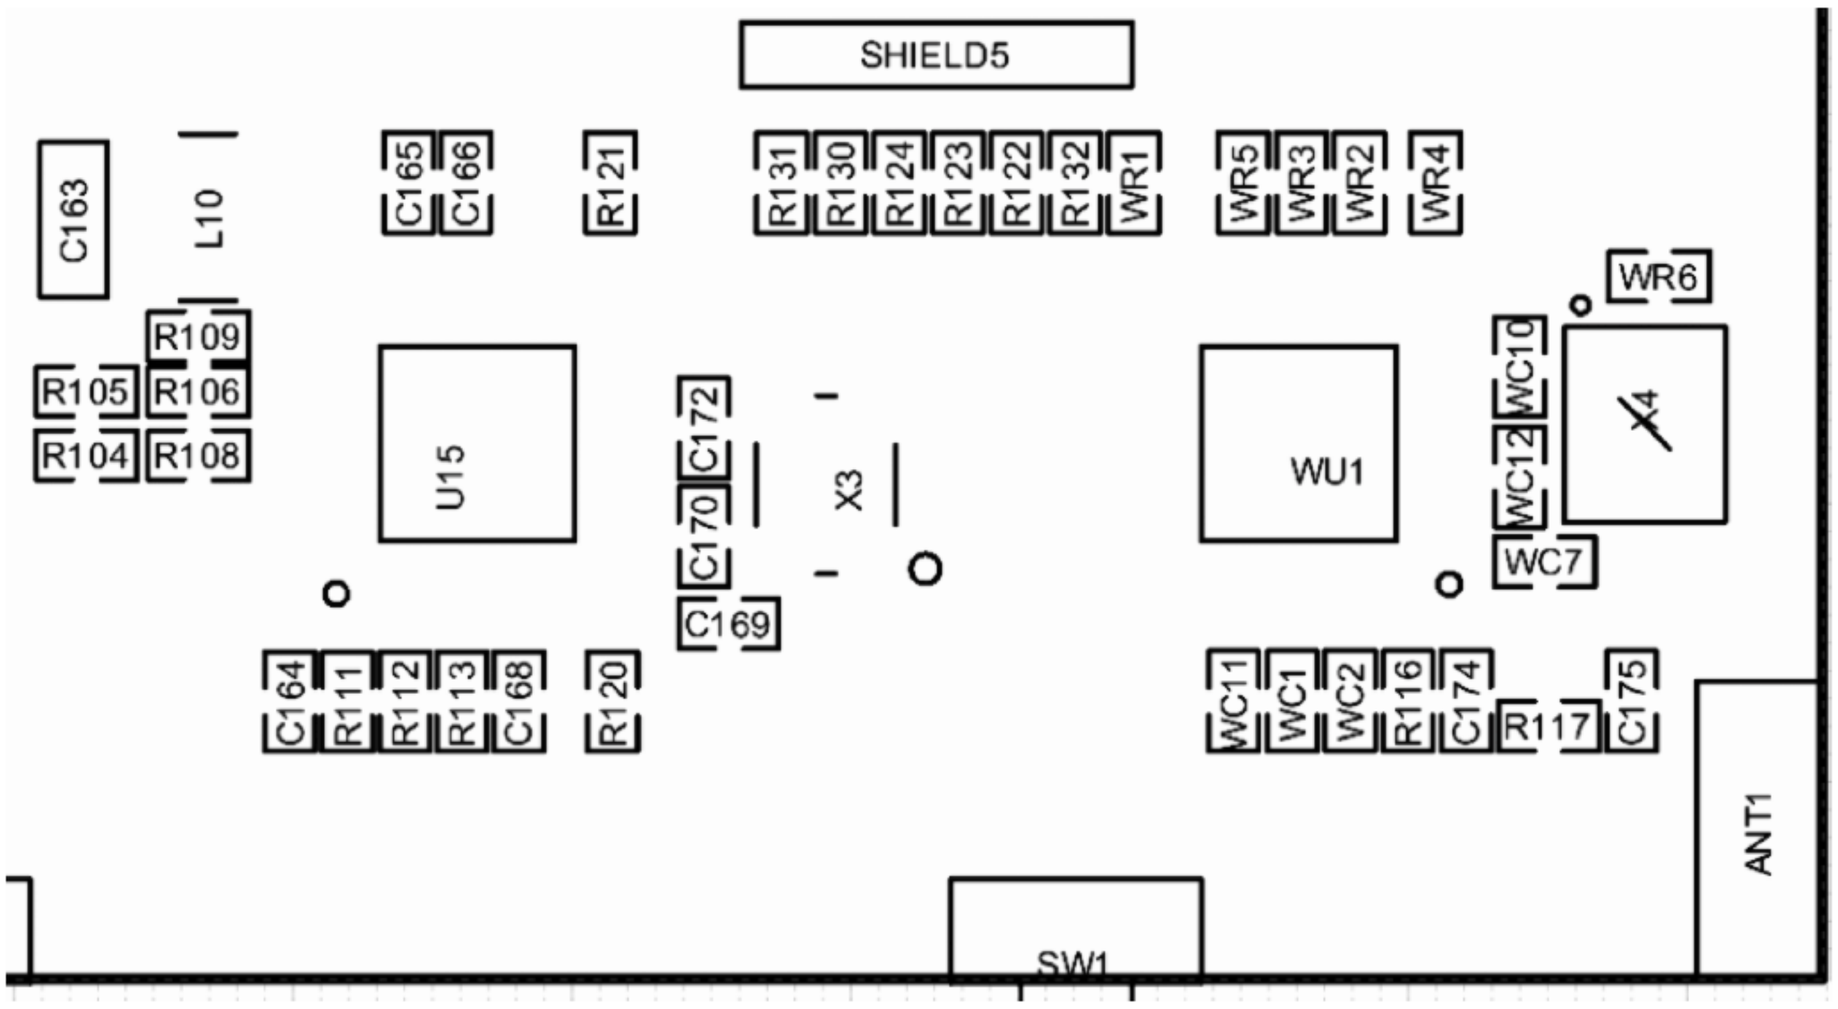

图 8-50　调整之后的部分位号
③ 设置完成后的部分位号如图 8-50 所示，能清晰地显示位号。将位号拖动到 Draftsman 编辑界面的左侧。